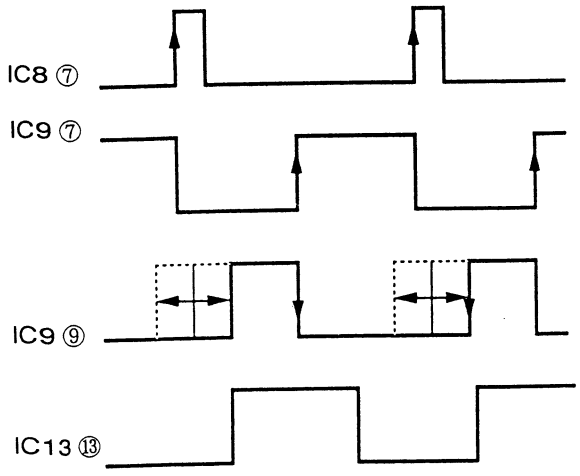

Fig. 4-1.
(1) H. SHIFT···· AFC achieves synchronization by comparing H. SYNC and HD (Horizontal deflection). When pulse HD is created from HD by shifting a certain phase (r), and if the AFC is then taken with H. SYNC and HD, the AFC of HD will be shifted by -r. Therefore, changing r results in a H. SHIFT.
In practice, the horizontal deflection HD is feedback to connector 7-b after which it passes through buff Q1 and enters IC8, the H. SHIFT circuit. The noise contents is removed by SW of IC8 and a pulse is produced by IC9 (1/2) using its leading edge as a trigger. Since the integrated value of output ⑦ of IC9 and Vcc/2 is compared by IC10 (1/2) and feedback, the second diagram of Fig. 4-1 becomes a short waveform with a 50% duty factor. This output is once again input into IC9 (2/2) and sent through a similar feedback system. If the phase is controlled using the H. SHIFT voltage (−2.5V to +2.5V) from connector 27-b rather than the comparing voltage Vcc/2, a movement of ± 22% is observed as shown in the third diagram in Fig. 1. By entering this into IC13 and by creating a rectangular waveform with a 50% duty factor, a pseudo HD pulse for AFC use is realized.